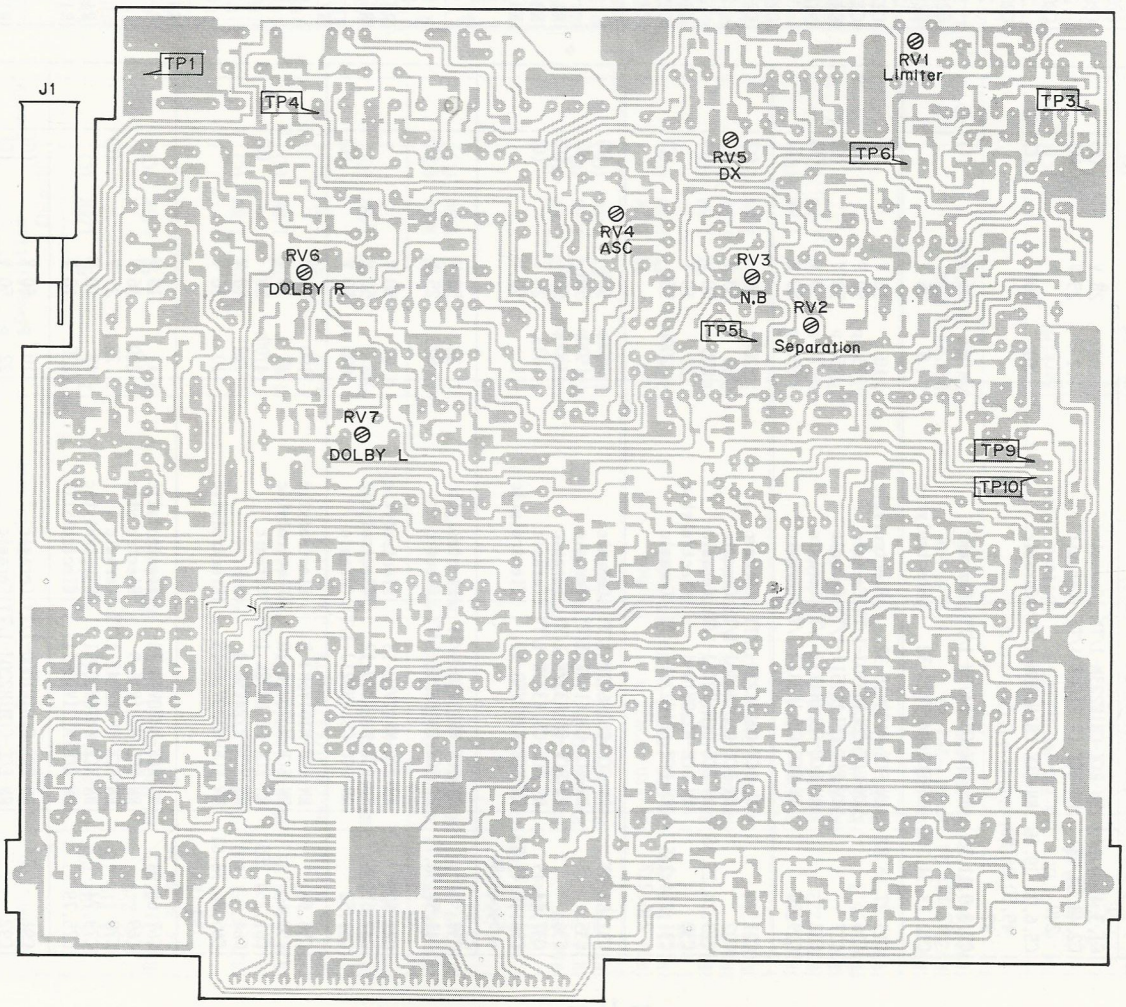

Fig. 13
| Antenna receptacle (J1) [TP 1] | Connect [TP 3] in Fig. 13 through 27K-ohm resistor | Connect with HORIZONTAL terminal of sweep generator |
(2) Alignment (Refer to Fig. 13)
(1) Connections a. Stereo signal generator·····Connect the TP 1
(1) Connections a. Frequency counter (Resolution : 1 Hz)·····Connect the TP 4
(1) Connections
(2) Alignments (Refer to Fig. 13 for ADJUSTMENT POINTS.)